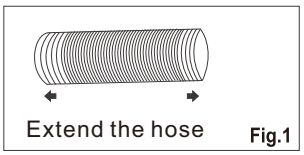
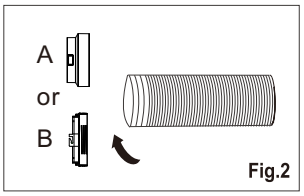

Fig.1
Fig.2
1. Extend either side of the hose (Fig.1) and screw the hose inlet (Fig.2).